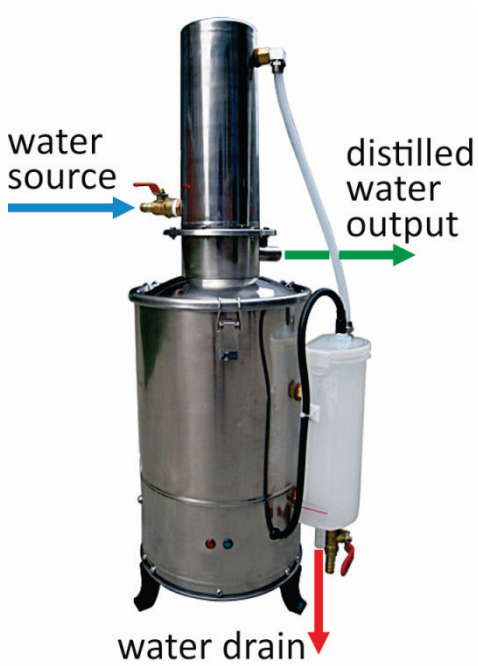

Figure 3 – Pipes connection diagram
7.1. Connect the water source and water pipes as per Figure 3.